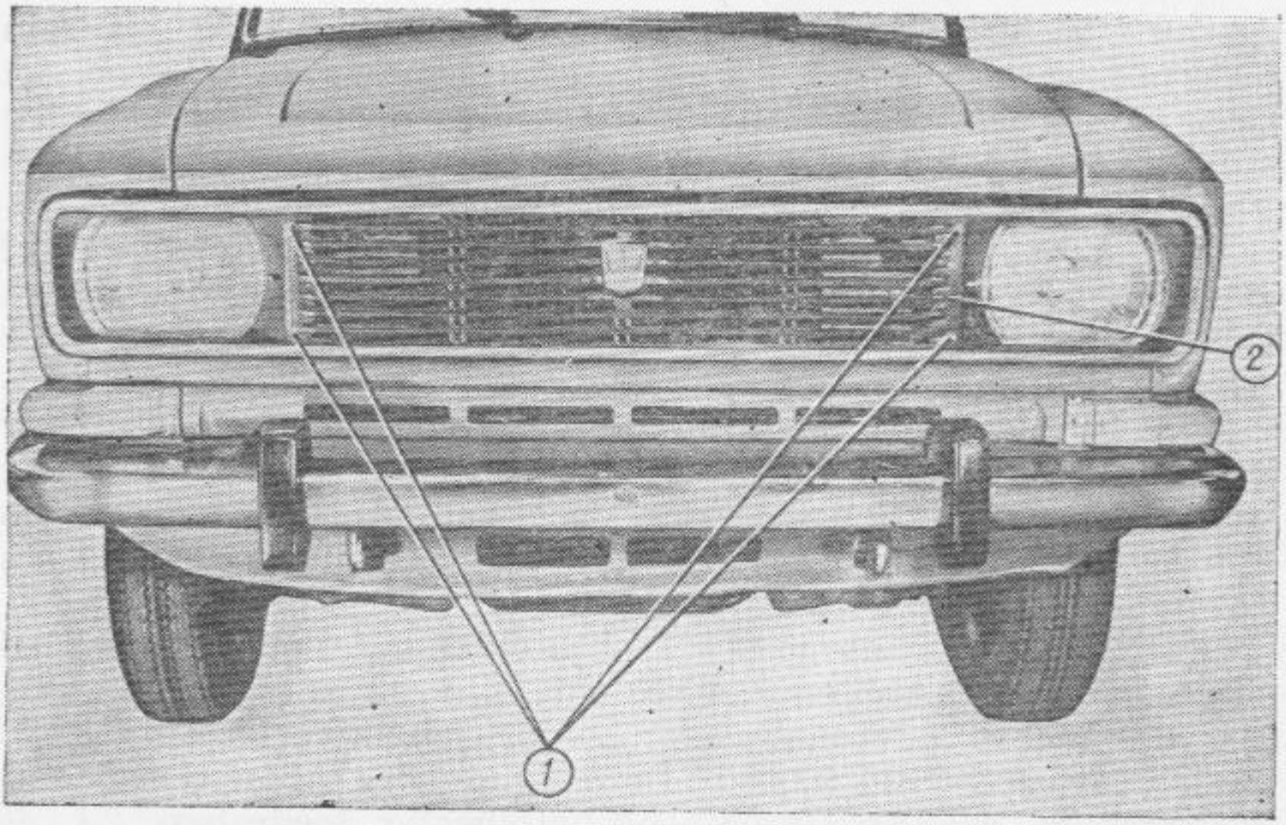

Bild 94. Abnehmen der Kühlerverkleidung:
4. Vier Schrauben *1* (Bild 94) für Befestigung der Kühlerverkleidung losdrehen.